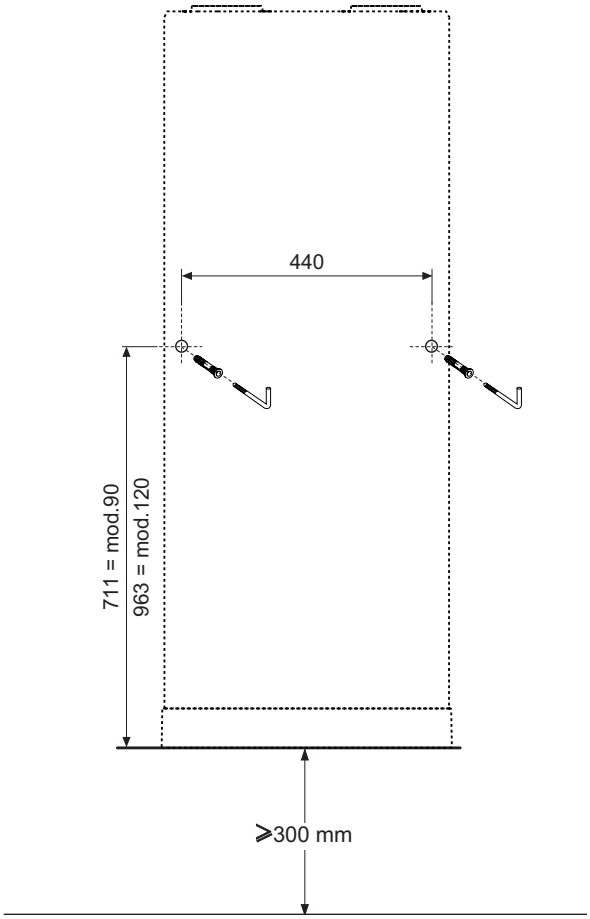

fig. 50 - Indicación de la perforación
- Perforar como se indica en fig. 50.